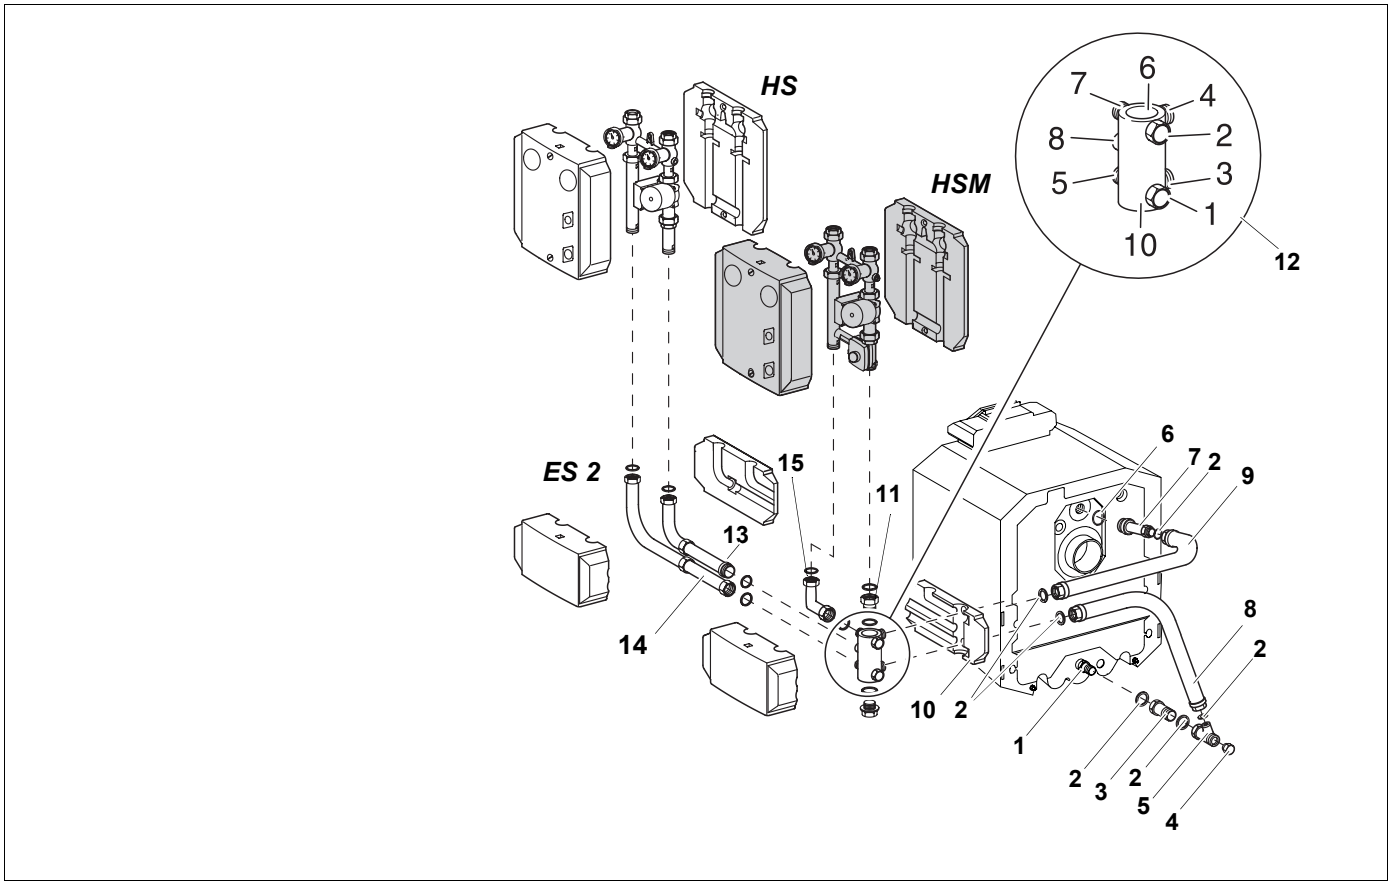

Рис. 9 Боковое подключение, правое параллельное исполнение
Экспликация к рис. 9
Нумерация подключений на встроенном многофункциональном коллекторе должна обязательно совпадать с нумерацией на рис. 9, иначе не совместятся друг с другом штуцеры подающей и обратной линий со стороны котла и со стороны отопительного контура!
- Установить комплект подключения отопительного контура со смесителем (HSM) или без смесителя (HS) в соответствии с рис. 9.